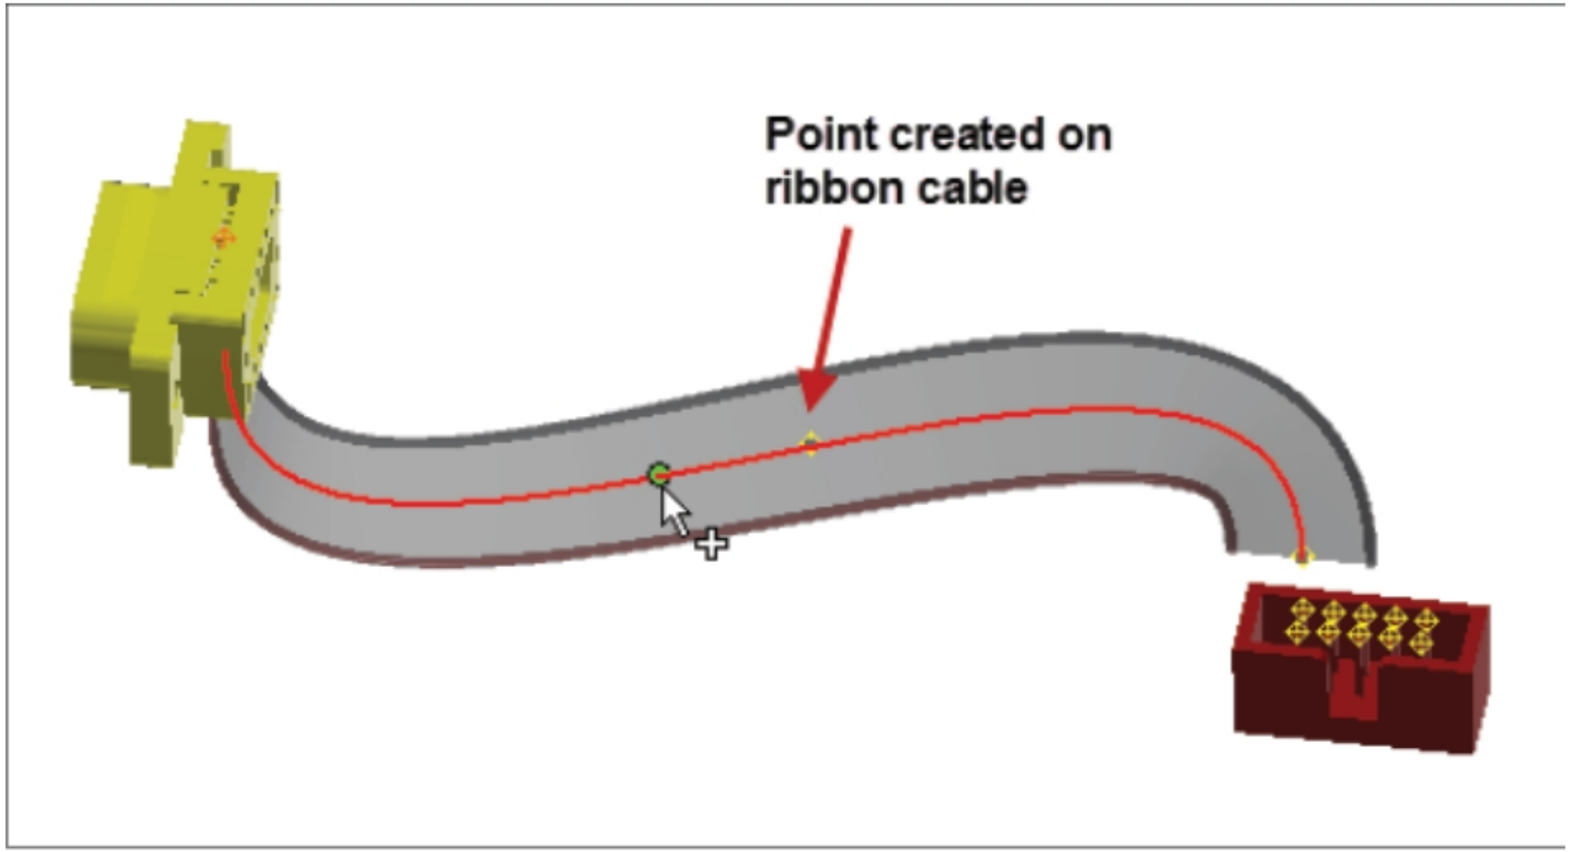

Figure-57. Point created on ribbon cable
- Click at desired location on the cable. A point will be created; refer to Figure-57. You can create as many points as you want.